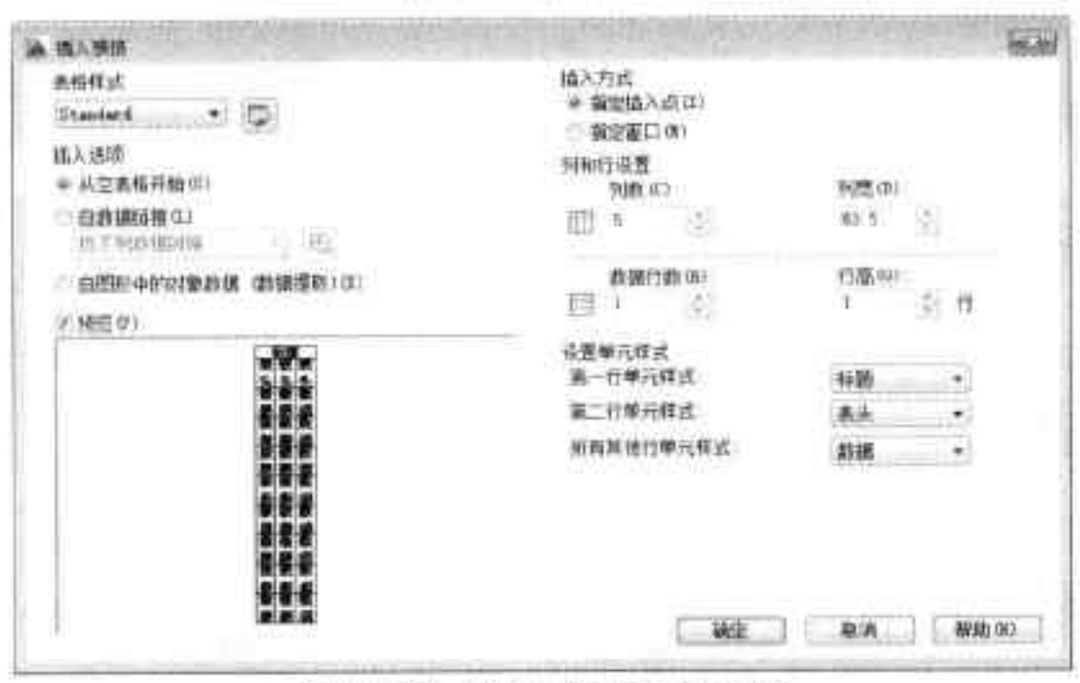

图8-39 “插入表格”对话框
Step 01 执行“注释 > 表格 > 表格”命令，打开“插入表格”对话框，如图 8-39 所示。